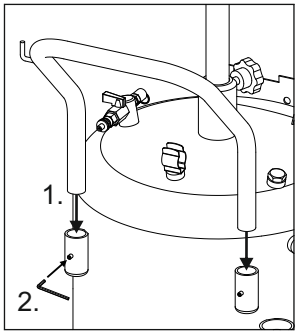

Abb.3
5.2. Schiebebügel, Pos. 8, in Hülsen am Sammelbehälter einstecken und mit Schrauben befestigen. Siehe auch Abb.3.